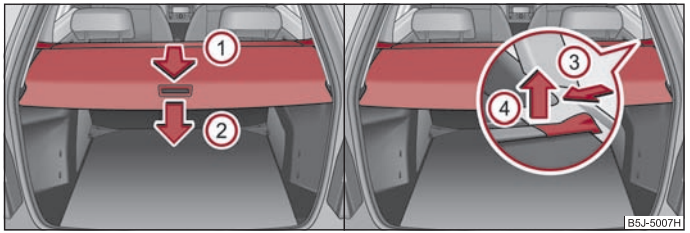

Fig. 61 Maletero: cubierta del maletero enrollable / retirar la cubierta del maletero enrollable
– Tire de la cubierta enrollable del maletero en el sentido de la flecha (1) hasta el tope en posición asegurada ⇒ fig. 61.
– Para el transporte de equipaje voluminoso se puede desmontar la cubierta enrollable del maletero, presionándola para ello en el lado de la barra transversal en dirección de la flecha (3) y retirando la cubierta en dirección de la flecha (4) ⇒ fig. 61.